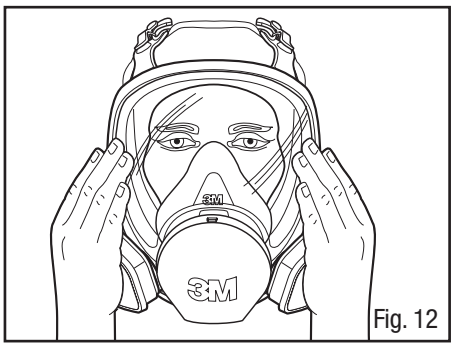

Fig. 12
1. Placer les paumes de la main sur la surface de la cartouche ou sur la région ouverte du dispositif de retenue de filtre 501 3M^MC et inhaler doucement. Si le masque s'affaisse légèrement, qu'il se resserre sur le visage et que l'on ne détecte aucune fuite d'air entre le visage et le masque, l'ajustement est bon (Fig. 12).